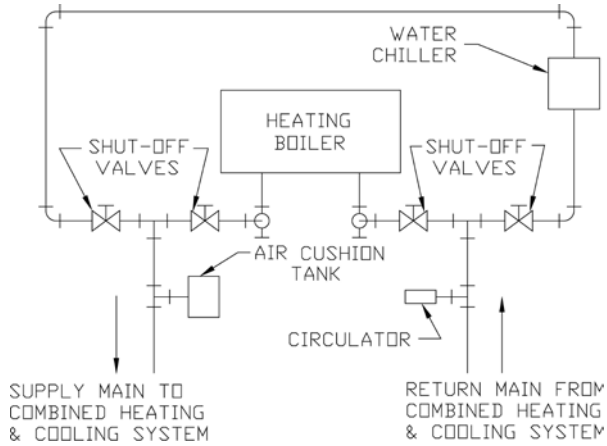

Figure 13: Recommended Piping for Combination Heating & Cooling (Refrigeration) System
H. **If boiler is used in connection with refrigeration systems**, boiler must be installed with chilled medium piped in parallel with the heating boiler using appropriate valves to prevent chilled medium from entering boiler. See Figure 13.